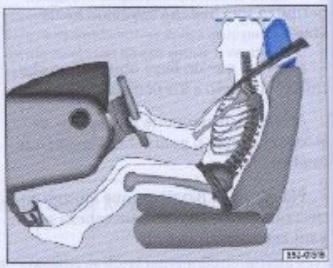

Fig. 2 *Ajuste correcto del apoyo para cabeza del conductor*
– Ajuste los apoyos para cabeza, para que la parte superior del apoyo esté al mismo nivel o lo más próximo posible de la parte más alta de su cabeza ⇒ fig. 2 ⇒ página 11.